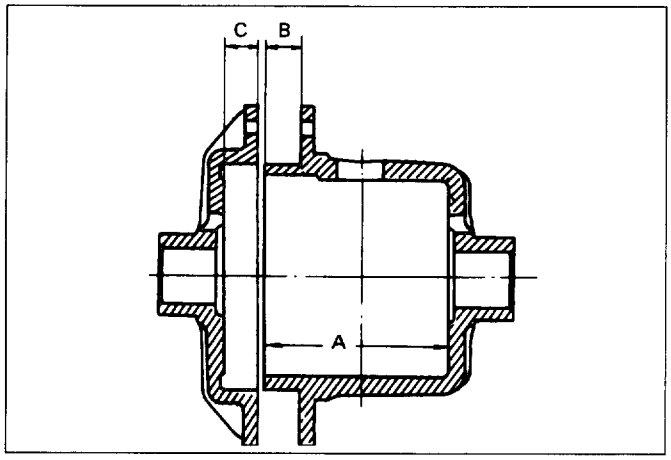

Fig. 4B-78
2) Measuring the overall length of the pressure ring, friction disc and friction plate (Fig. 4B-79).
- Measure the length between the plates over the V-groove. (D)